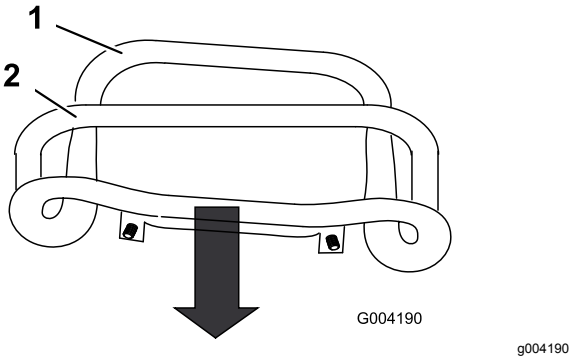

Figuur 51
3. Trek de tractiebediening naar achteren zodat de voorzijde ervan contact maakt met de referentiebalk (Figuur 51).